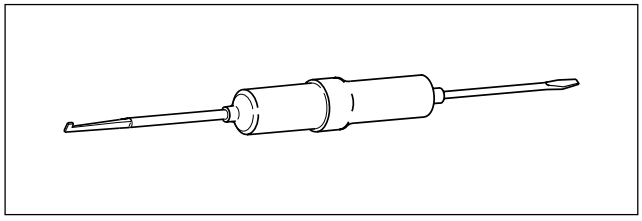

Figure B-6. Deutsch Connector Pick Tool (Part No. HD-41475-100)
1. Remove the secondary locking wedge. Use the hooked end of a stiff piece of mechanics wire, a needle nose pliers or a suitable pick tool (HD-41475-100). See Figure B-6.